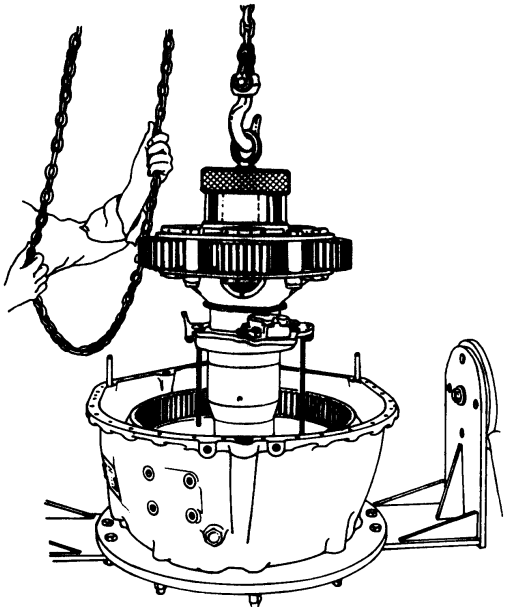

Figure 33. Installing Propeller Shaft and Planet Assembly in Front Housing
g. Slowly lower propeller shaft in front housing. (figure 33).